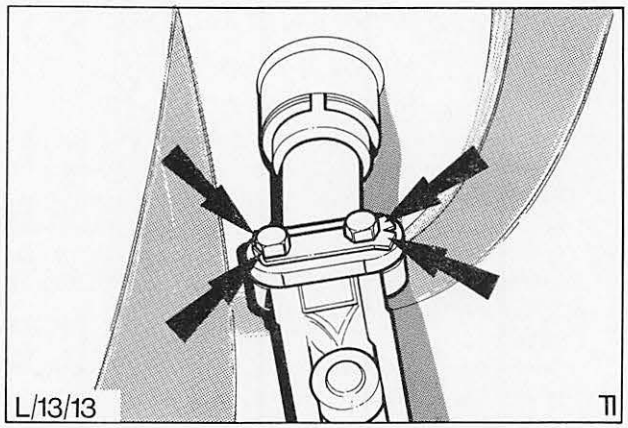

Abb. 47 Verbindungsgelenk an Lenkspindel montieren (alle vier Ecken des Sicherungsbleches umbiegen)
6. Sicherungsblech an allen vier Ecken umbiegen, Abb. 47.